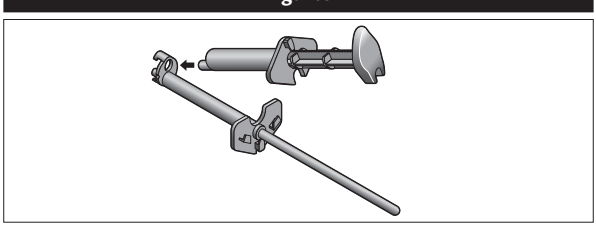

Fig. 01
2. Inserire dall'alto e in modo angolato l'ugello della siringa della base nell'apertura ovale della piastra adattatore della siringa del catalizzatore (Fig. 01).